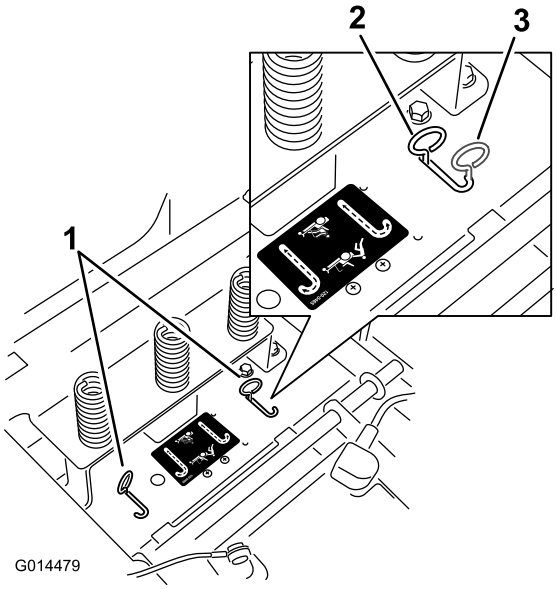

Figur 25
4. För förbikopplingsreglagen framåt och sedan utåt för att låsa dem på plats enligt Figur 25 så att hjulmotorerna kopplas ur. Upprepa detta för varje reglage.
För förbikopplingsreglagen inåt och tryck dem bakåt i den horisontella öppningen (Figur 25) för att koppla in hjulmotorerna.